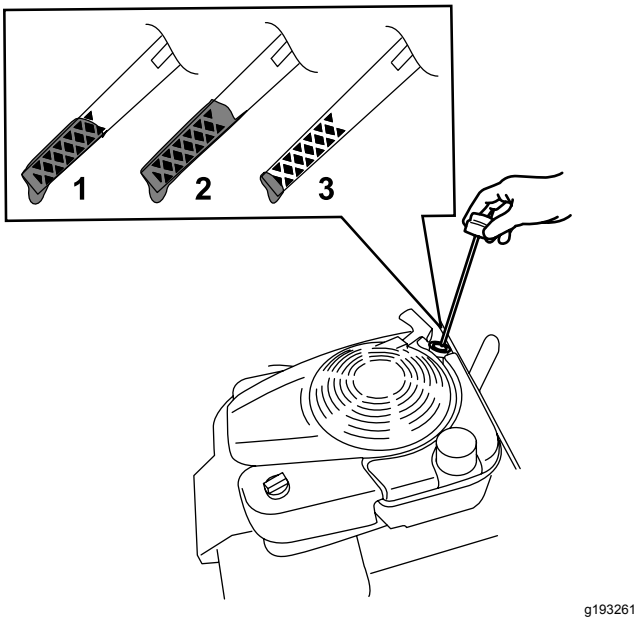

Rysunek 33
3. Wyjmij wskaźnik poziomu, obracając jego korek w lewo i wyciągając go (Rysunek 33).
10. Odczytaj poziom oleju na wskaźniku (Rysunek 33).